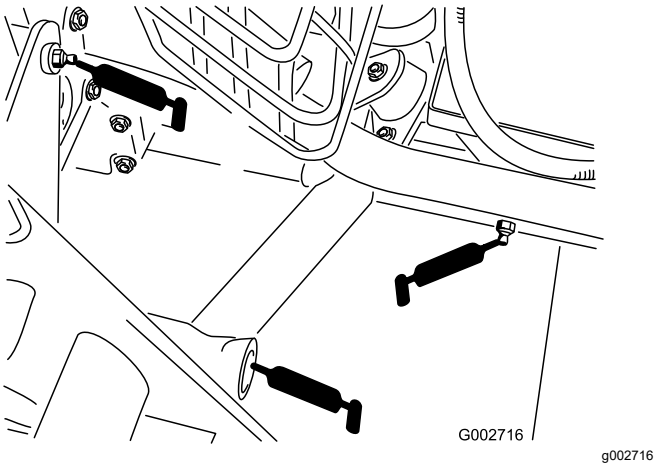

**Figur 21**
- 5 Baganhængertrækslejer (Figur 21).